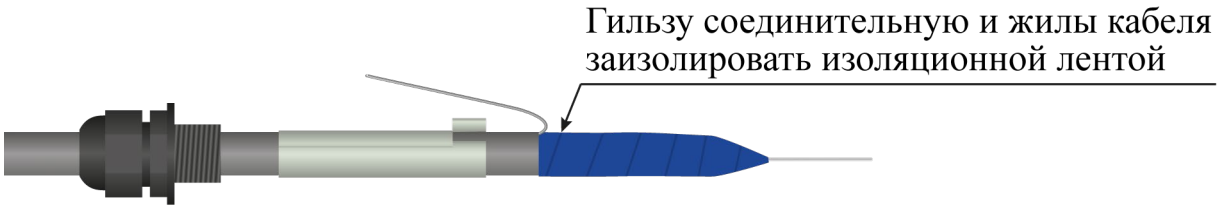

Рисунок 4.9
– гильзу соединительную и жилы кабеля ТППэп заизолировать изоляционной лентой (рисунок 4.9);